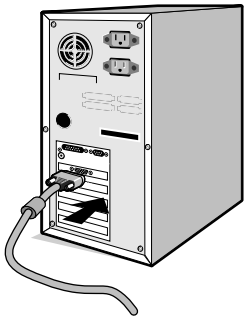

**Figure A.2**
**For the PC with Analog output:** Connect the 15-pin mini D-SUB to DVI-A signal cable to the connector of the display card in your system (**Figure A.2**).